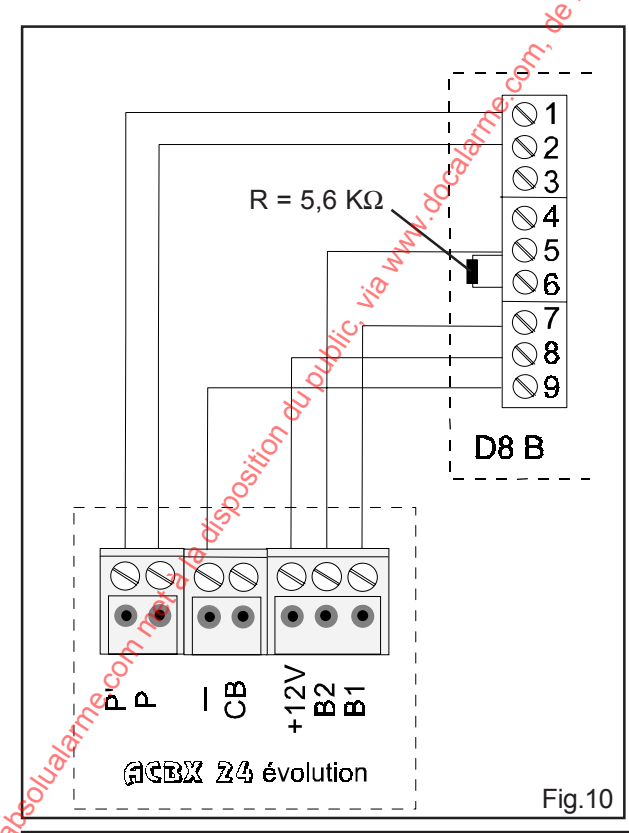

Fig.10
- Exemple de raccordement d'un détecteur bivolumétrique D8 B (code 10101) fig.10.